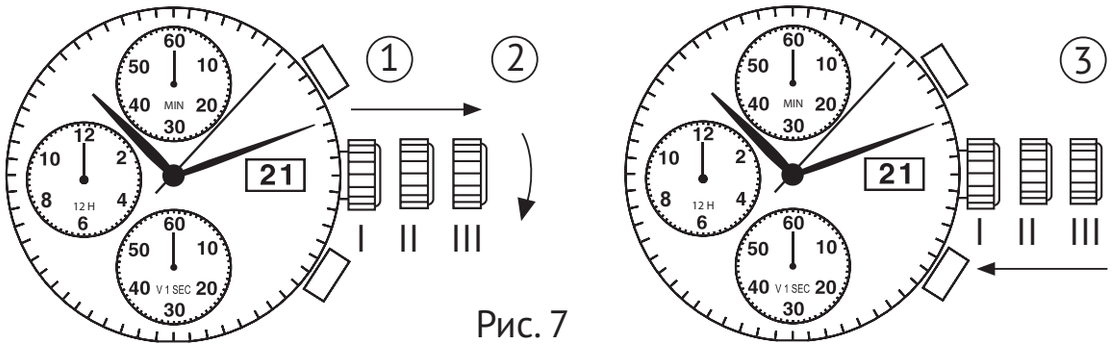

Рис. 7
1. Переместите переводную головку в положение III (рис. 7). Часы остановятся.